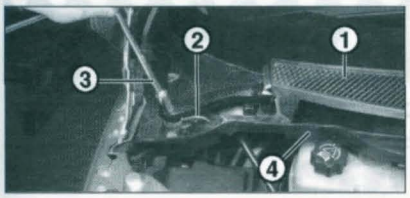

FIGURE 8-15
- la grille d'auvent (1) **(figure 8-15)**.
- la protection plastique et l'agrafe du tuyau de lave-glace (2) **(figure 8-15)**.
- le bras d'essuie-glace (3) à l'aide d'un extracteur approprié **(figure 8-15)**.
- l'auvent (4) **(figure 8-15)**.